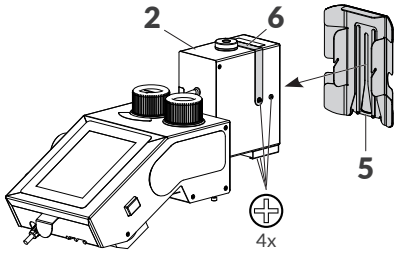

Rys. 15.
8. Dobierz ślizg **5** do aplikacji użytkownika, natomiast uchwyt fotodetektora **6** do wybranego ślizgu **5** oraz kierunku przesuwania się przedmiotów przed czołem głowicy drukującej **2**. Na ***Rys. 15*** pokazany jest przykładowy ślizg **5** dedykowany do przedmiotów „miękkich", jak np. opakowania kartonowe.